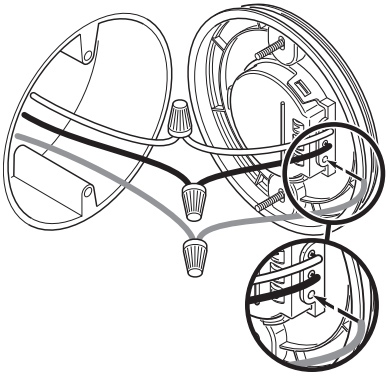

Figura 4
4. Conecte los dos conductores entre sí usando una conector de alambre (no incluida) (vea la Figura 4). Asegúrese de que el aislamiento del conductor de núcleo sólido coincida con el del conductor de la caja de empalmes.